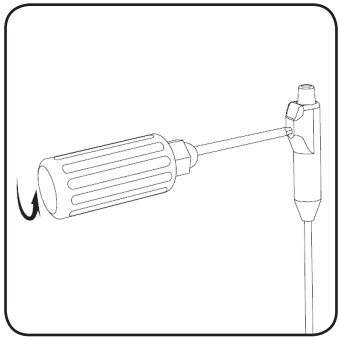

Afbeelding 17. Draai de torsiesleutel linksom om de stelschroef van de percutane verlengkabel enigszins terug te draaien, zodat de lead kan worden ingebracht.
3. Draai de torsiesleutel linksom om de stelschroef enigszins terug te draaien. Verwijder de stelschroef niet uit het connectorblok (**afbeelding 17**)